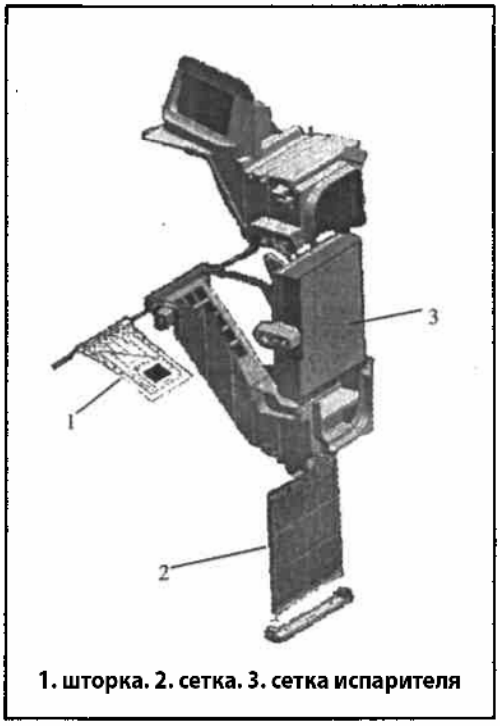

Рис. 767
7. Снимите сетку и очистите от пыли (Рис. 767).